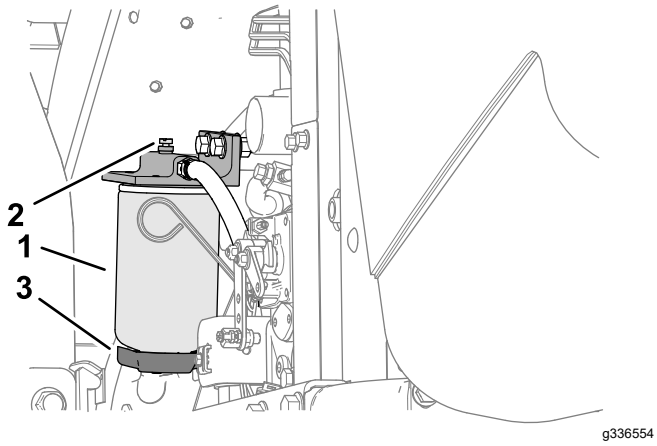

Figur 73
4. Løsn aftapningsventilen i bunden af filterskålen (Figur 73).
3. Rengør området, hvor filterskålen monteres (Figur 73).